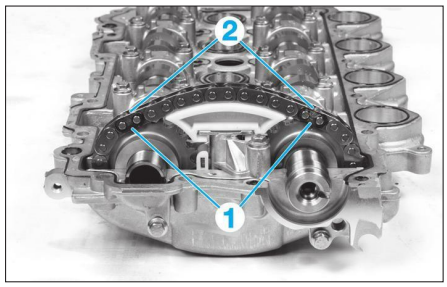

**Fig. 75**
• Aligner les repères d'arbres à, cames (1) **(Fig.75)** avec les maillons noirs (2) de la chaîne.